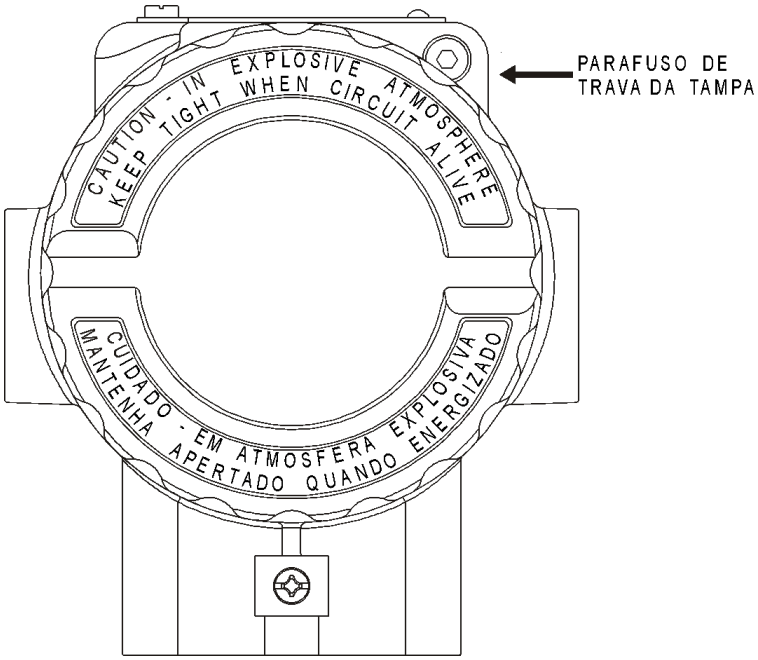

Figura 6.1 – Parafuso de trava da tampa
2. Remova a Tampa. Ela possui uma trava de segurança (**Parafuso de trava da tampa**), para soltá-la, gire o parafuso no sentido horário. Realizando o processo inverso trava-se a tampa. Veja na figura 6.1 a seguir: